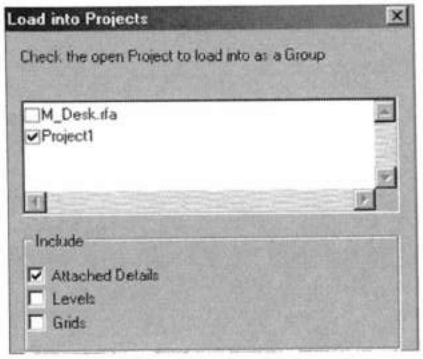

Рис. 10.32. *Загрузка отредактированной группы в проект*
5. В открывшемся боксе **Load into Projects** (рис. 10.32), содержащем список всех открытых проектов и семейств, выделить проект или семейство, в которое необходимо выполнить загрузку и установить при необходимости опции **Attached Details** (Присоединенные узлы), **Levels** (Уровни) и **Grids** (Сетки), чтобы загрузить элементы в составе присоединяемой группы уровни и координатные сетки.